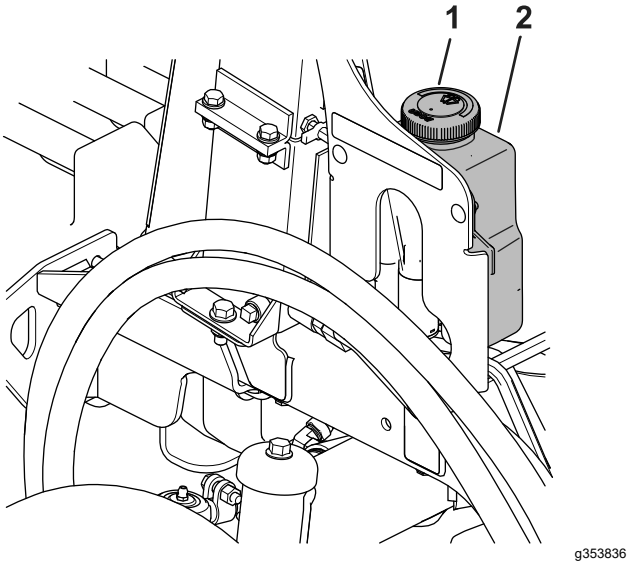

Figuur 90
1. Verwijder de dop (Figuur 90) op het reservoir.